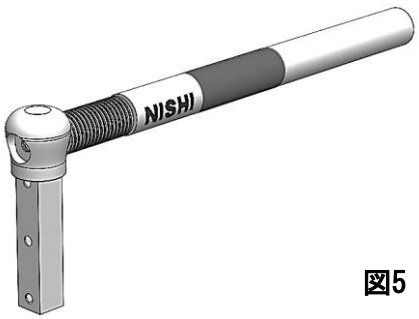

図5
④ 新しいバーを支柱に根元までしっかり差し込んでください。バーには左右の区別はありません（図5）。